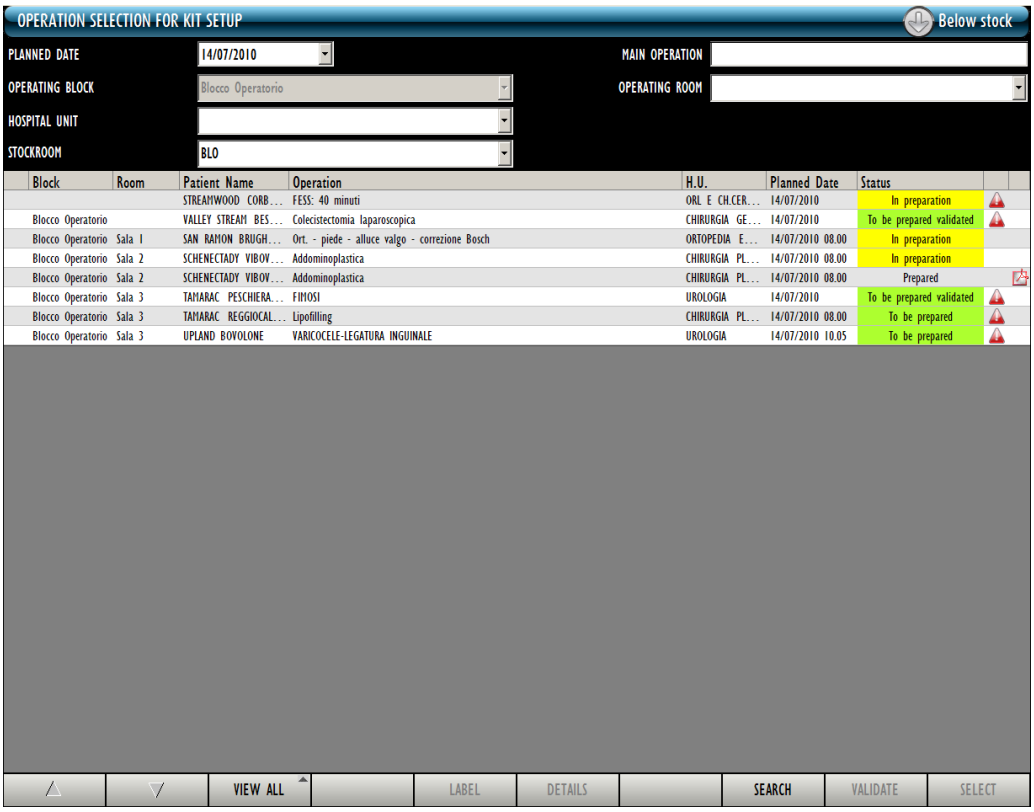

Fig 177 - Operation selection for kit setup
- ➢ either click the **Validate** button on the command bar to complete the validation procedure and go back to the "Operation selection for kit setup" screen (Fig 177 - the kit status is now "To be prepared validated");